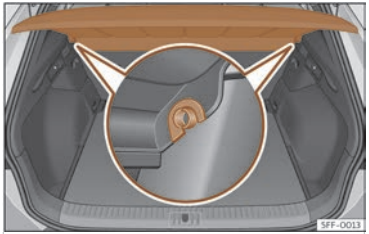

Fig. 174 Al maleter: desmuntar i muntar la safata.
- Desencaixeu la safata dels suports laterals ››› **fig. 174** estirant-la cap amunt i extraieu la safata.
- Introduïu la safata horitzontalment fent coincidir la "ferradura" sobre l'eix dels suports ››› **fig. 174**, i premeu cap avall fins que encaixin.